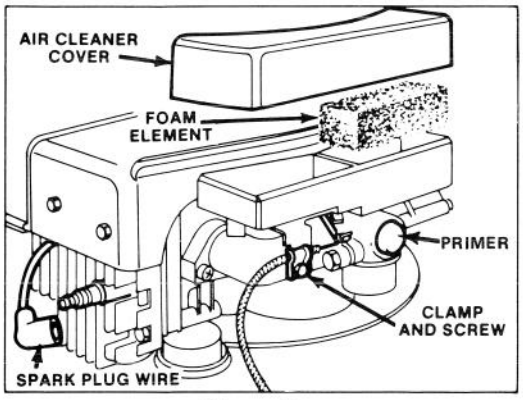

Figure 8
3. COLD START – Before starting engine when temperature is below 50°F (10°C), push cold start primer 5 times (Fig. 8), pausing 2 seconds between each push.
1. Stop engine and pull wire off spark plug (Fig. 8).
2. Place fingers under right side of cover and lift it up (Fig. 8). Clean inside and outside of cover if it is dirty.
3. Look at top of air cleaner element (Fig. 8). If it is dirty, the element must be removed from air cleaner body (Fig. 8) and cleaned.
3. Loosen cable clamp screw until throttle cable is free to slide (Fig. 8).
4. Move carburetor control arm to the left until it contacts grounding bracket (Fig. 8). Pull throttle cable slightly to remove any slack, and tighten the cable clamp screw to lock the adjustment in place.
2. Clean around spark plug and remove plug from cylinder head (Fig. 8).